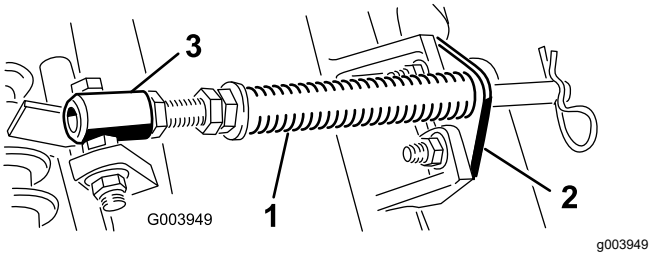

**Figur 4**
A. Demontera de två vagnskruvar och muttrar som håller fast stångbeslaget på klippenhetens flikar (Figur 4).
B. Demontera den flänsmutter som håller fast fjäderrörets bult på bärramens flik (Figur 4). Demontera enheten.
**Obs:** Placera bultens huvud mot flikens yttre sida såsom visas i Figur 4.